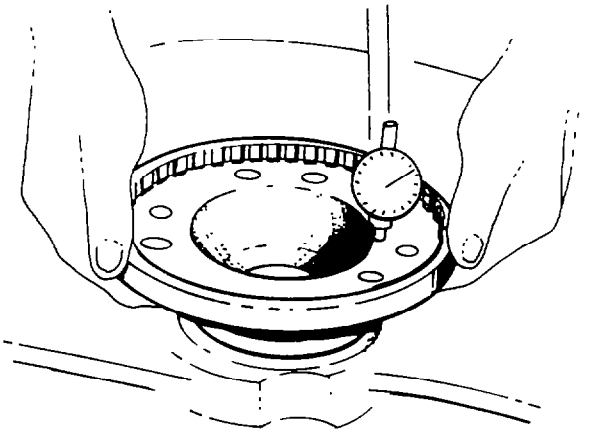

Fig. 244 — Measuring End Play — Drive Shaft
f. Position the transfer case vertically (rear of case facing up), then using a dial indicator, check that the drive shaft end play is between 0.178 – 0.254 mm (0.007 – 0.010 in.) (see fig. 244). If the end-play is not within these limits, use a thinner selective bearing spacer to decrease or a thicker selective bearing spacer to increase the end play.